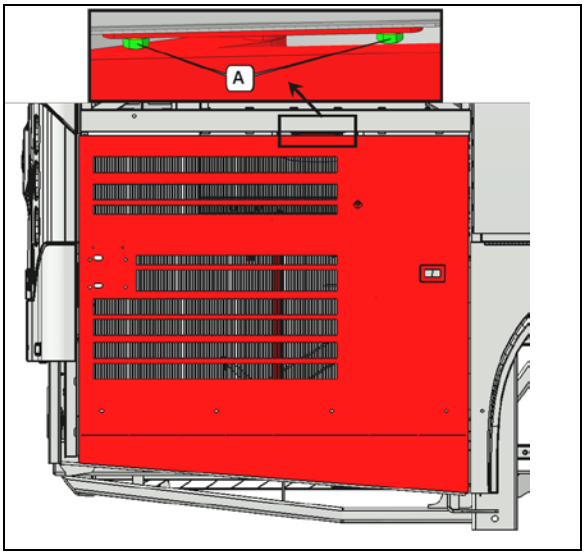

Figure 106:
2. S'assurer que les boulons A sont serrés (**Figure 106:**).